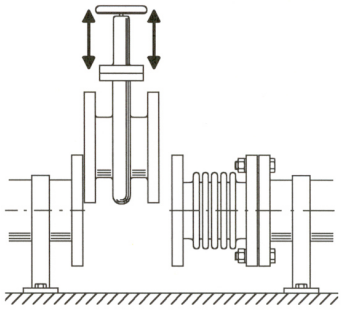
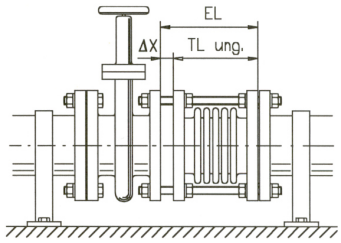
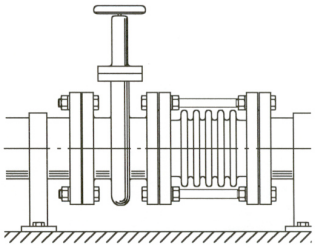

Bild 8
Bild 9
Bild 10
- Ausbaukupplung/ Ausbaustücke auf einer Seite an das Rohrende anflanschen (Bild 8). Auf der anderen Seite entweder mit verlängerten Schrauben (unverspannt) oder mit mitgelieferten Gewindestangen (verspannt) an die Komponenten (Ventil, Absperrschieber, Pumpen etc.) heranziehen (Bild 9). Im montierten Zustand ist die Ausbaukupplung gespannt (Bild 10).